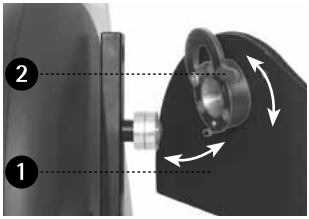

Bild 29
Fastsättning av fotstöd (Bild 29): Är handtag monterat på MOTOmed byter du dessa mot fotstöd ❶ med hjälp av en snabbteknik och utan att behöva använda verktyg. För att lossa på fixeringen öppnar du den röda säkerhetsbygeln ❷. Därefter tar du bort handtaget och sätter dit fotstöden ❶. Fixera dessa genom att åter stänga säkerhetsbygeln ❷.